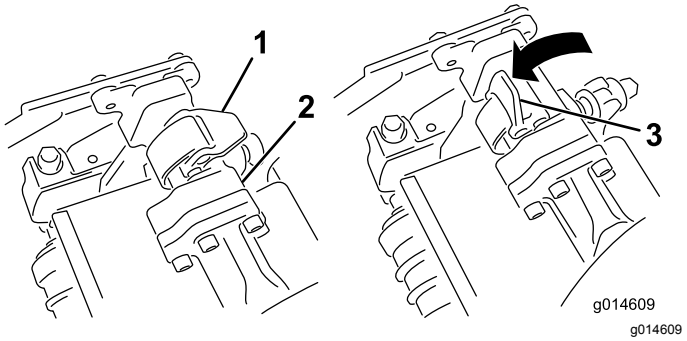
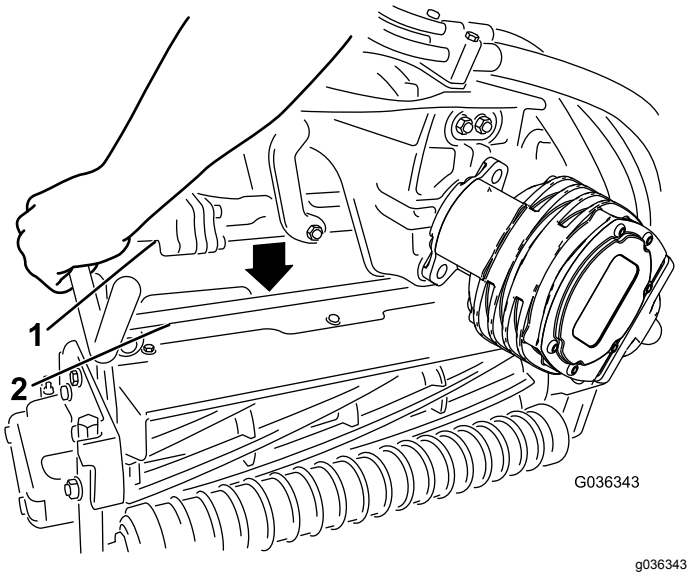

Figur 51
Figur 52
4. Mens låsehåndtagene på affjedringsarmen peger opad (dvs. er åbne) (Figur 51), skal du skubbe affjedringsarmen ned, så stangen kan sættes over tværstangen på klippeenheden øverst oppe (Figur 52).
5. Luk låsehåndtagene ned og omkring klippeenhedens stang, og lås dem på plads (Figur 51).
5. Åbn låsehåndtagene på affjedringsarmens stang på klippeenheden, som du fjerner (Figur 51).